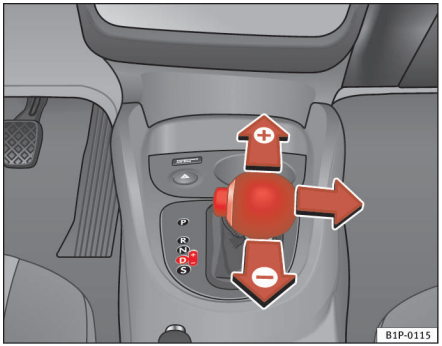

Fig. 125 Gearskift med tiptronic
– Sæt gearvælgeren i position **D**, og flyt den ud til højre i tiptronick-ulissen ⇒ side 160, fig. 125.